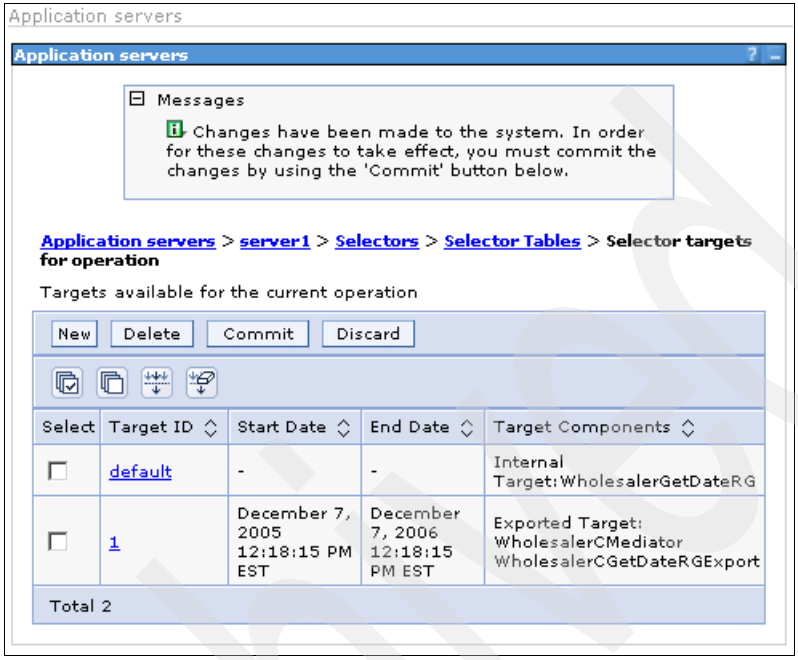

Figure D-15 The selector targets for the getDeliveryDays operation with the new target
h. In the selector targets window (Figure D-15), click **Commit** to commit the changes.